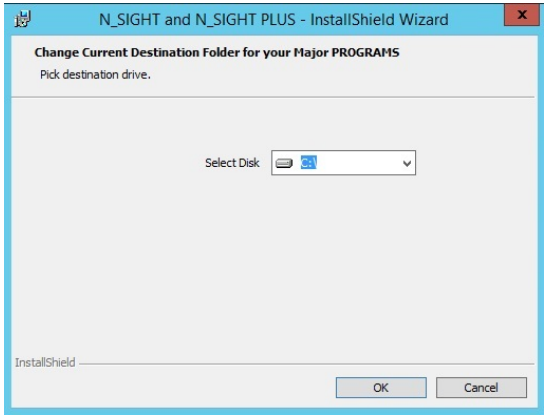

Figure 6.31 – Destination Folder for Major PROGRAMS
5. Click **OK** and the Change Current Destination Folder for your Major PROGRAMS window appears. See Figure 6.31.